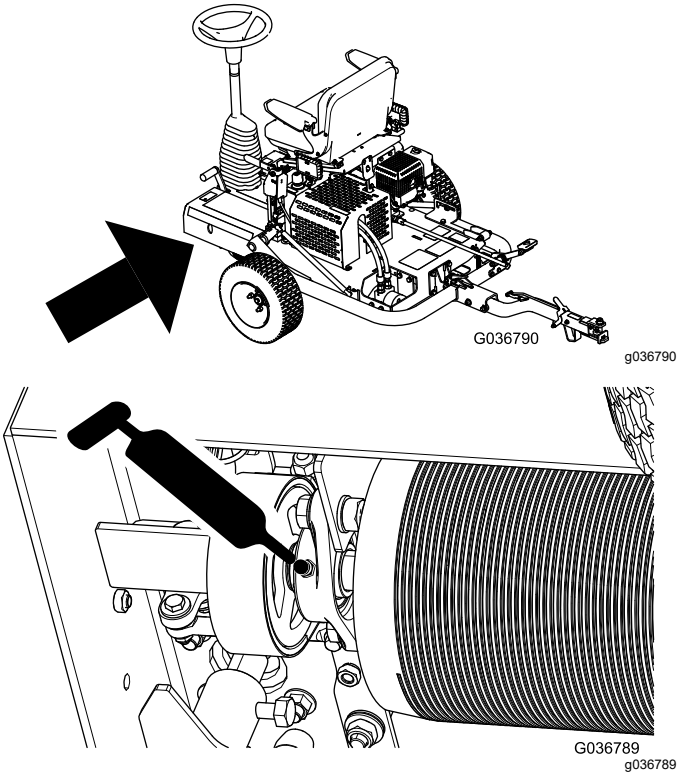

Figur 26
3. Pumpa in fett i smörjnippeln enligt Figur 26.